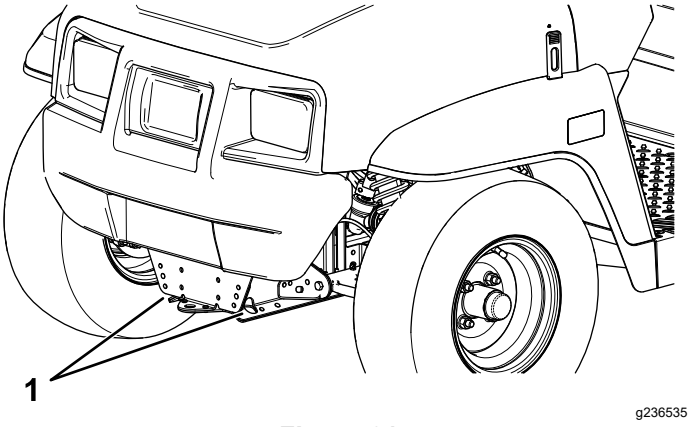
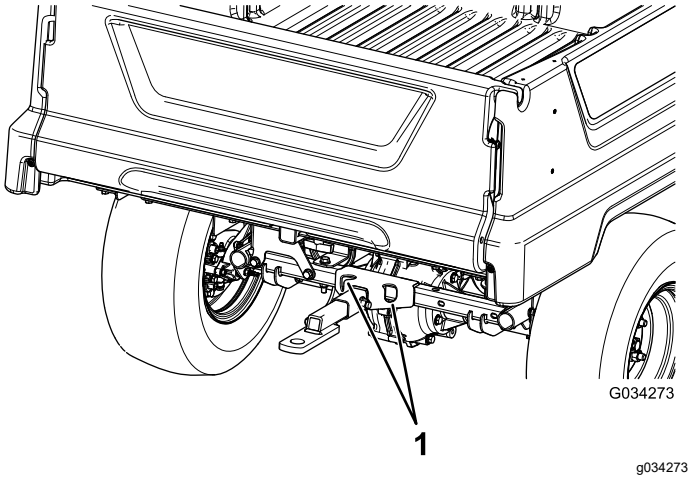

Figura 21
Figura 22
Consulte en Figura 21 y Figura 22 la ubicación de los puntos de amarre de la máquina.
2. Conecte un cable de remolque al punto de remolque, en la parte delantera del bastidor de la máquina (Figura 21).